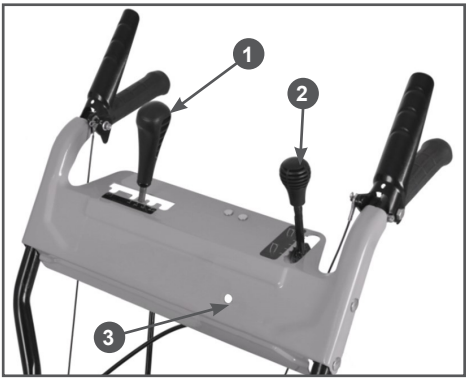
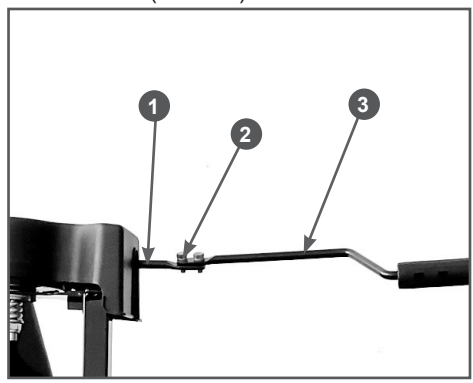

Рис. 10 Установка ручек рычагов ST661
Рис. 16 Установка вала управления поворотом желоба
7. Накрутите ручки на рычаг переключения передач и рычаг управления дефлектором и затяните контргайки (только для ST661) (Рис. 10).
10. Установите вал управления поворотом желоба (только для ST661). Вставьте круглый конец вала управления поворотом желоба в отверстие 3 на панели (Рис. 10). Второй конец вала соедините с валом 1 механизма поворота желоба с помощью двух болтов 2 (Рис. 16).